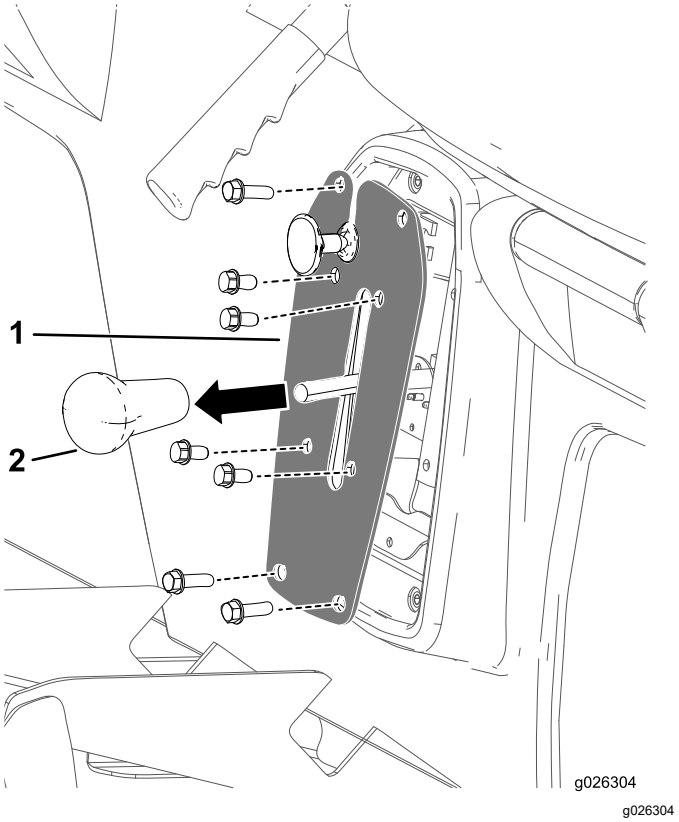

Figur 39
1. Fjern grebet fra gearstangen (Figur 39).
2. Afmonter de fire bolte, der fastgør skiftepladen til skiftebeslaget (Figur 39).
3. Afmonter de fire bolte, der fastgør skiftepladen til sædesoklen, og afmonter skiftepladen (Figur 39).
4. Skru grebet fra gearstangen, og stram grebet med hånden (Figur 39).